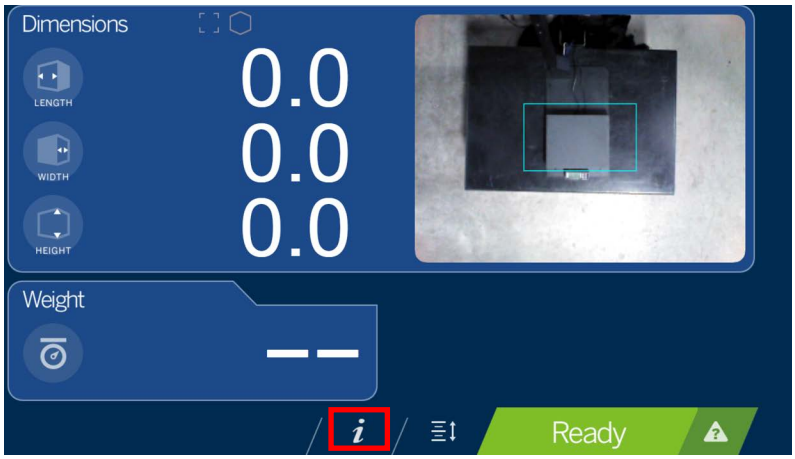

Figura 4-1. Selezione delle informazioni sul dispositivo
1. Selezionare il tasto funzione **Device Information** (Informazioni dispositivo) nella parte inferiore dello schermo (Figura 4-1).